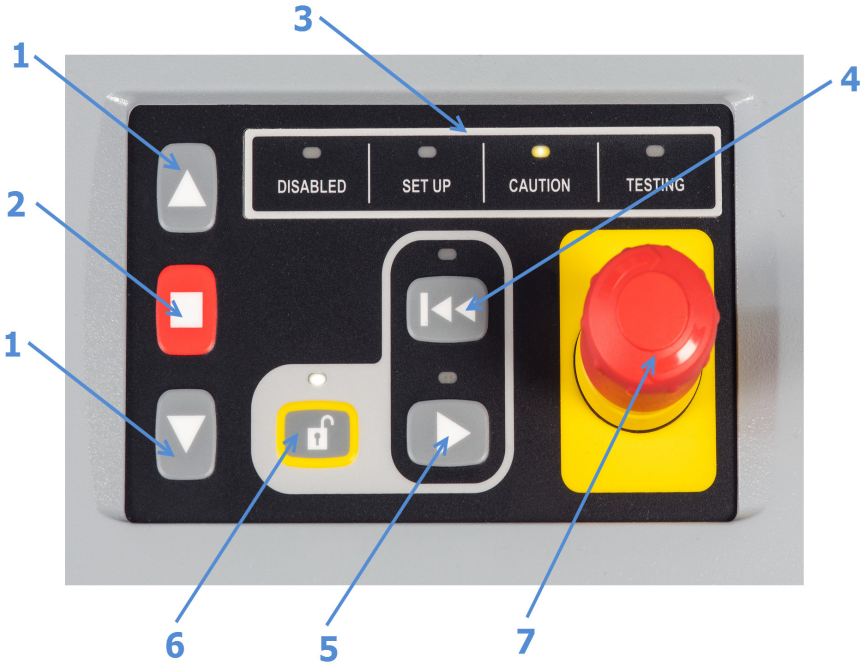

*图 15. 机架控制面板*
图标 图 15
**解锁**、**试验**和**返回**按钮上方的白色 LED 表示可用性。在 图 15 中，解锁按钮可用。